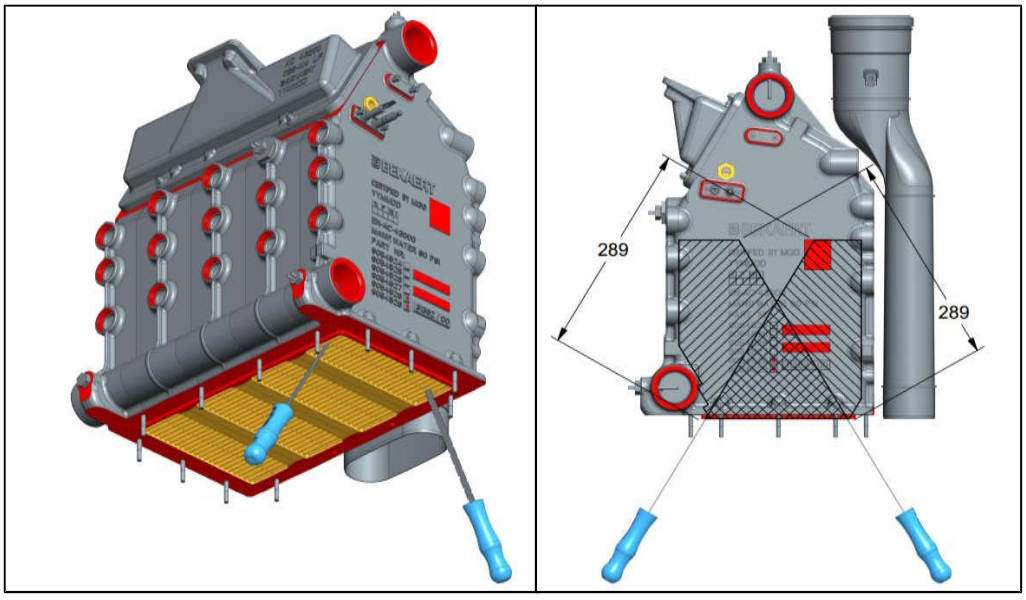

Рисунок 6 **Площадь чистки**
4. Поместите чистящий нож между штифтами и осторожно протолкните его вперед, см. Рисунок 6, до конца теплообменника (макс. 290 мм). Переместите лезвие внутрь и наружу. Переместите лезвие по всей ширине канала дымовых газов. Если лезвие заблокировано из-за продуктов коррозии, осторожно увеличьте усилие. Повторите эту последовательность для всех 22 строк.